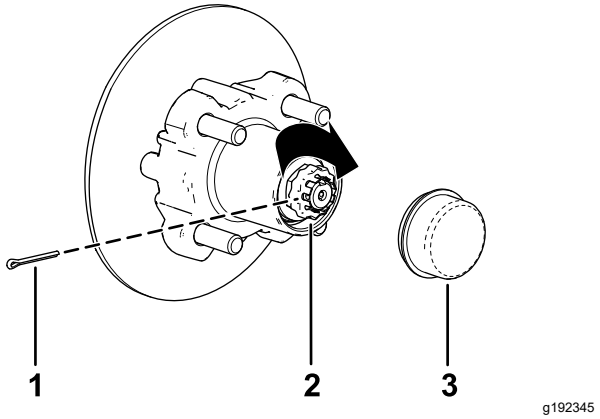

Figura 35
8. Instale o retentor por cima da porca e verifique o alinhamento da ranhura no retentor e o orifício no eixo para o contrapino (Figura 35).
9. Coloque o contrapino e dobre as pernas em torno do retentor (Figura 35).
10. Coloque o tampão antipoeira no cubo (Figura 35).